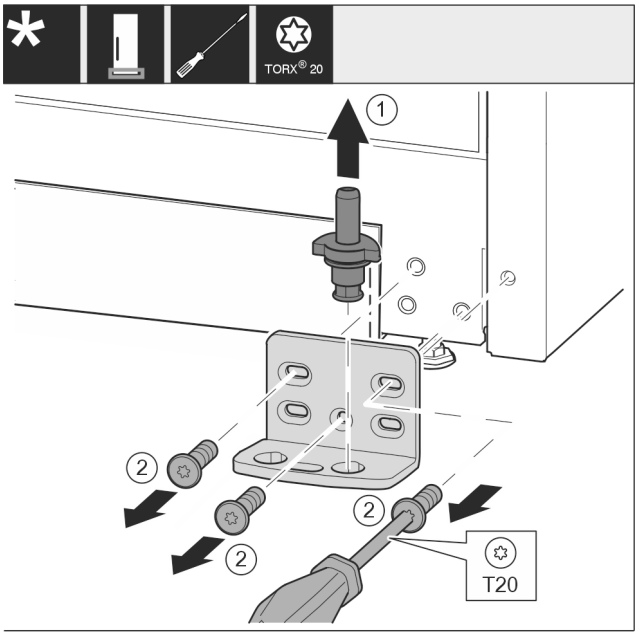

Fig. 29
- ▶ Lagerbout *Fig. 29 (1)* volledig naar boven toe wegtrekken.
- ▶ Schroeven *Fig. 29 (2)* met schroevendraaier er uit draaien en het lagerbok wegnemen.